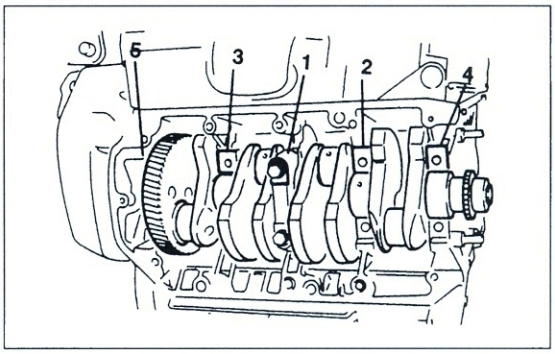

Bild 137
- Lagerdeckelschrauben von innen nach aussen in Anzugsreihenfolge Bild 137 anziehen (50 Nm).
- ⚠ Mit Messuhr, die an Kurbelwellenstirnseite angebracht wird (Bild 137), Axial- (Seiten-) Spiel der Kurbelwelle messen.